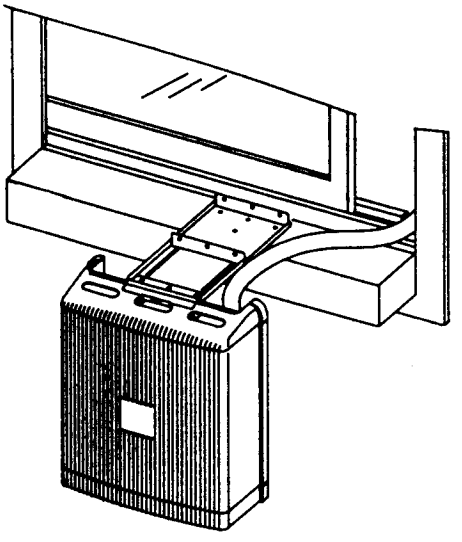
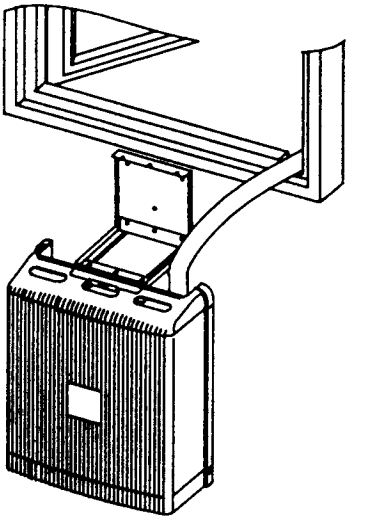
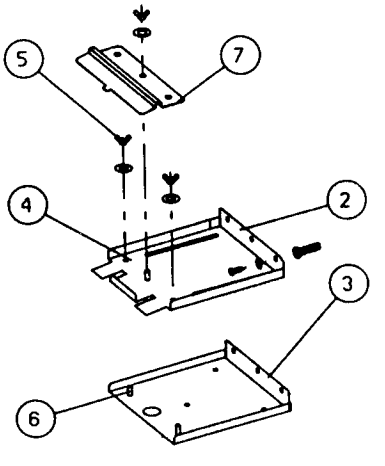

Fig. 5. Montage de l'unité extérieure sur le rebord d'une fenêtre
Fig. 6. Montage de l'unité extérieure sur un mur
Fig. 7. Kit de montage de l'unité extérieure
Un kit (Fig. 7) fourni avec le climatiseur permet de monter l'unité extérieure sur le rebord d'une fenêtre (Fig. 5) ou sur un mur (Fig. 6).
1. Glisser la poignée de l'appareil sur l'étrier coulissant du support (2) (Fig. 5 et 6).
2. Pour le montage sur le rebord d'une fenêtre, se reporter à la Fig. 5. Placer le support fixe (3) (Fig. 7) sur le châssis de la fenêtre, percer trois trous dans le châssis et monter le support en le fixant solidement à l'aide des trois vis.
3. Placer l'étrier coulissant (2) de façon que ses encoches (4) s'adaptent bien aux goujons correspondants (6) placés sur le support (3). Fixer l'étrier coulissant avec les écrous papillons (5) (Fig. 7).
Glisser l'unité à l'endroit le plus approprié (minimum 10 cm du mur) et resserrer les deux écrous papillons (5) (Fig. 7).
5. Placer la plaque de sécurité (7) à l'endroit approprié et serrer l'écrou papillon. Vérifier que l'unité est bien soutenue et stable (Fig. 7).
6. Pour le montage mural, se référer à la Fig. 6. Placer le support fixe (3) contre le mur, percer trois trous dans le mur et fixer avec trois vis; vérifier que le support est de niveau.
7. Glisser les deux trous de l'étrier coulissant sur les deux goujons et resserrer les écrous papillons (5) (Fig. 7). Mettre en place la plaque de sécurité. Vérifier que l'unité est bien soutenue et stable.